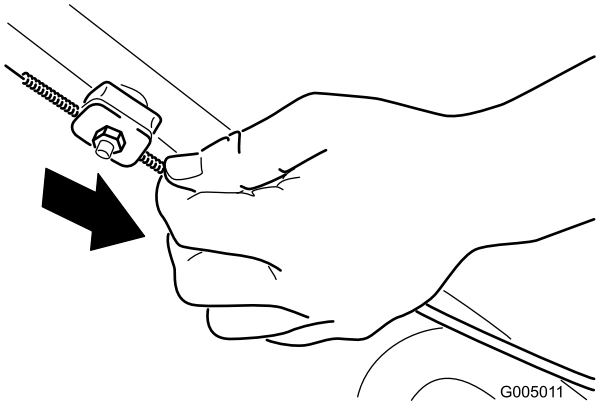

Figur 29
2. Dra nedåt (mot maskinen) tills kabeln är sträckt (Figur 29).